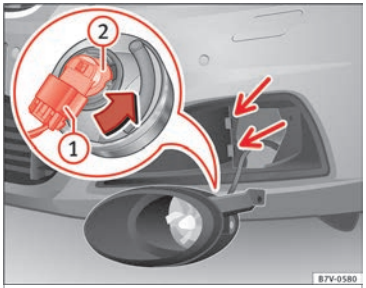

Fig. 216 Changing the bulbs in the headlights
3. Tilt the headlight slightly forward and extract it from its lateral attachments ››› **Fig. 216** (small arrows).
4. Release the connector ››› **Fig. 216** (1) and remove it.
5. Rotate the bulb holder ››› **Fig. 216** (2) to the left all the way, in the direction of the arrow, and pull it out backwards with the bulb.
8. Insert the connector ››› **Fig. 216** (1) on the bulb holder (2). The connector must audibly click into place.
9. Place the headlight into its position ››› **Fig. 216** (small arrows) and tilt it backwards.